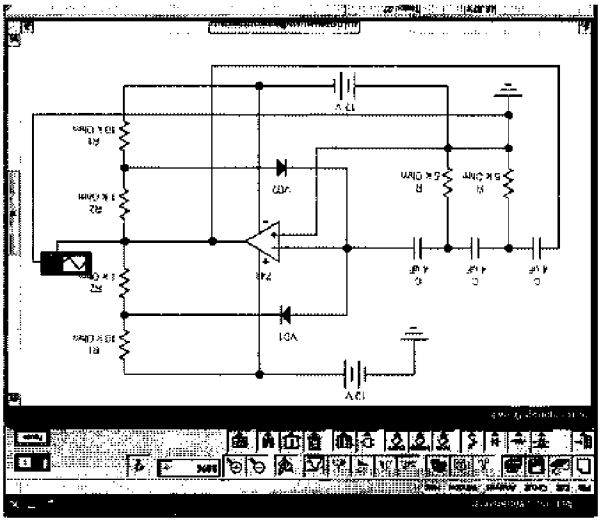

Рис. 38. Схема для исследования генератора *RC* на основе операционного усилителя
RC-генераторы на базе ОУ выполняются с использованием фазосдвигающих или частотно-избирательных цепей. Один из видов RC-генератора с использованием фазосдвигающих цепей показан на рис. 38. В ней обратная связь вводится через фазосдвитающую цепь лестничной структуры, состоящую из резисторов *R.* и конденсаторов С.
1. Соберите схему для исследования генератора *RC* на ос-нове операционного усилителя (рис. 38).